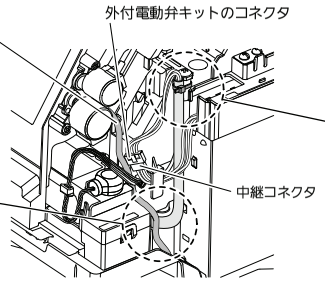

図9
- 内蔵電動弁のコネクタを中継コネクタからはずして、外付電動弁キットのコネクタを接続します。（図9）